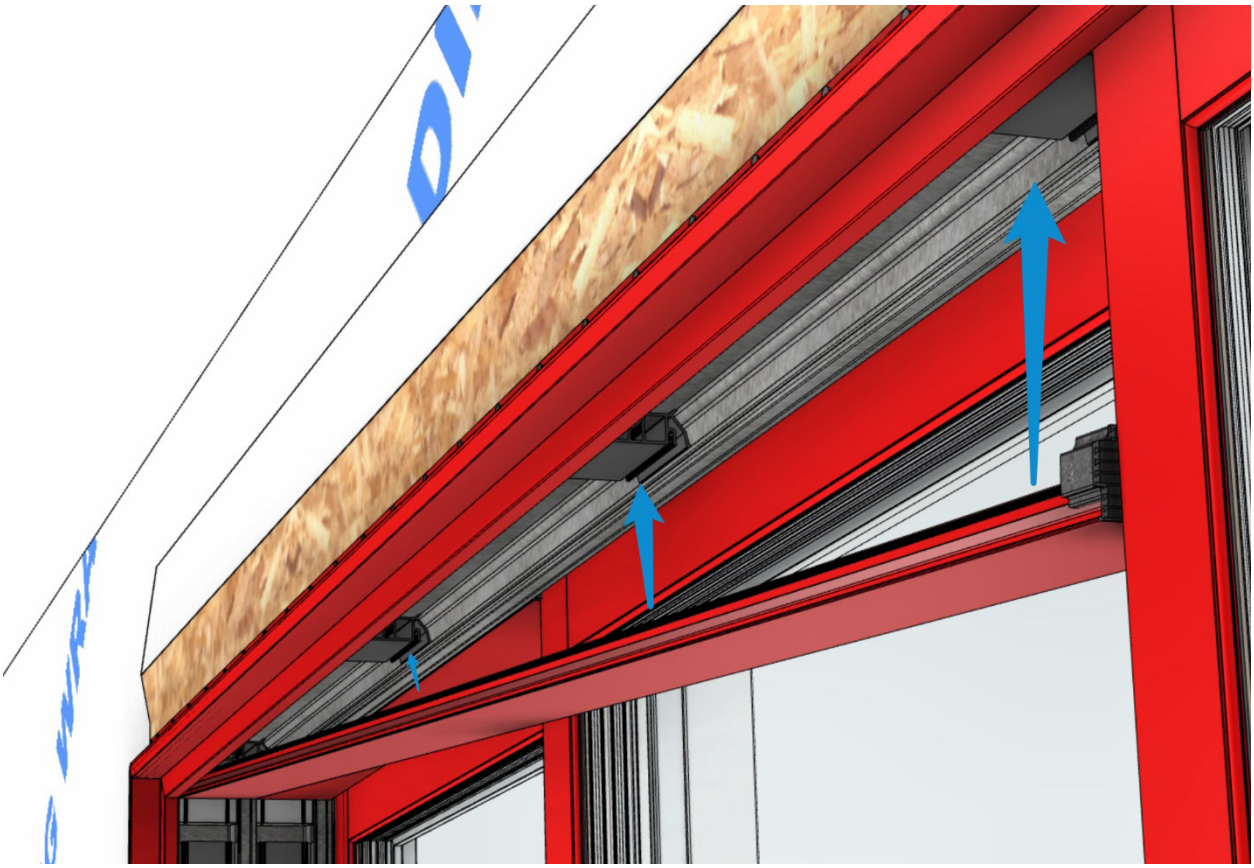

Fig C6
- Continue installing all the frame covers into the head of your unit following the above procedures. (fig. C6).